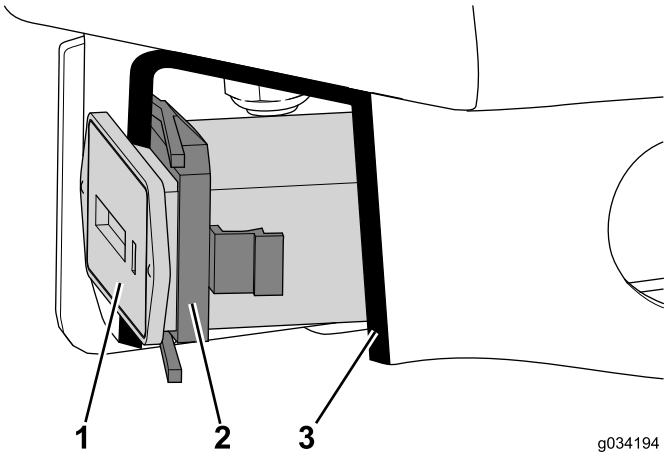

Bild 12
3. Entfernen Sie den Halter, mit dem der Betriebsstundenzähler am Bedienfeld befestigt ist (falls vorhanden) (Bild 12).